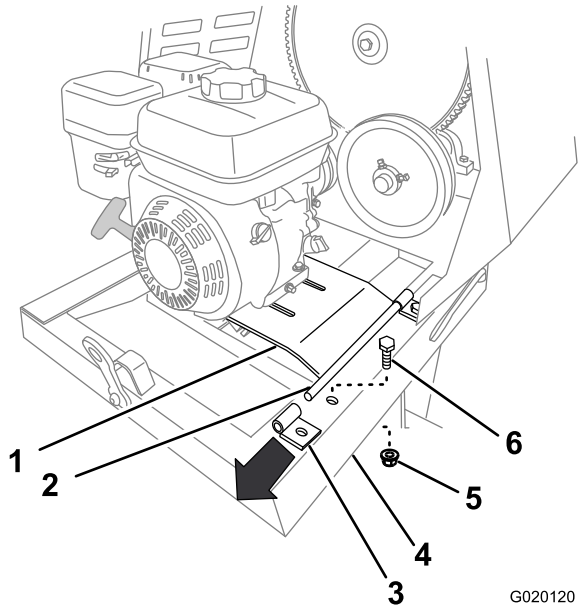

Figure 61
7. Remove the bolt and nut that secure the rear bracket for the engine deck hinge to the frame of the machine (Figure 61).
8. Lift up on the rear edge of the engine deck and remove the hinge bracket (Figure 61).
6. Secure the rear bracket to the frame of the machine using the bolt and nut (Figure 61) removed in step 7 of Removing the Engine (page 34).